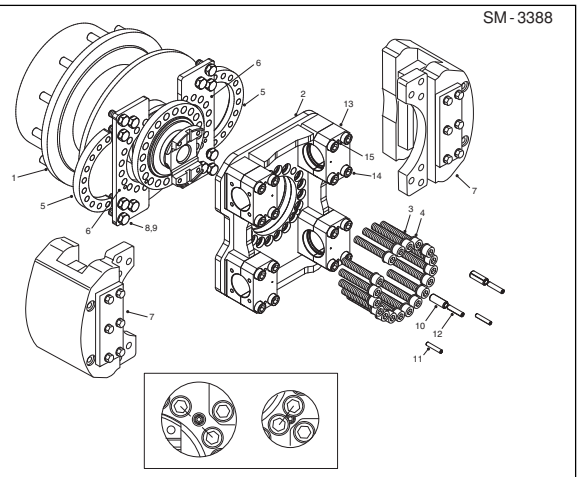

Fig. 6 Knuckle & Wheel Head Detail.
24. Place wheel knuckle and wheel head assembvly (1, Fig. 6) into a suitable jig. Untorque bolts (3, Fig. 6), remove bolts (3) and washers (4) from the knuckle (2).
25. Remove slot pins (10, 11 & 12) from the knuckle (2). Separate knuckle from wheel head assembly.
Numbers in parentheses refer to Fig. 6 unless otherwise stated.
Note: Rotate pins to ensure they are parallel win the line shown (refer to Fig. 6), ensure pins are 180 degree to eahc other. Slot pin should be 7mm below knucle face for correct engagement with brake calliper plate.